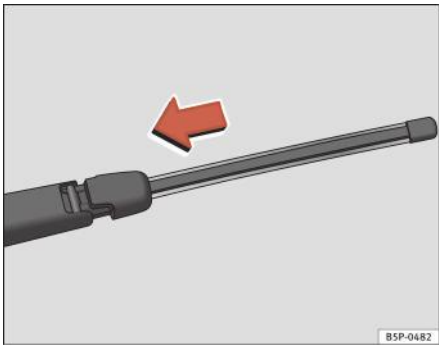

Fig. 169 Fixaţi lama ştergătorului lunetei
– Aşezaţi lama aşa cum se arată în ⇒ fig. 169 şi glisaţi adaptorul până se fixează în poziţie.